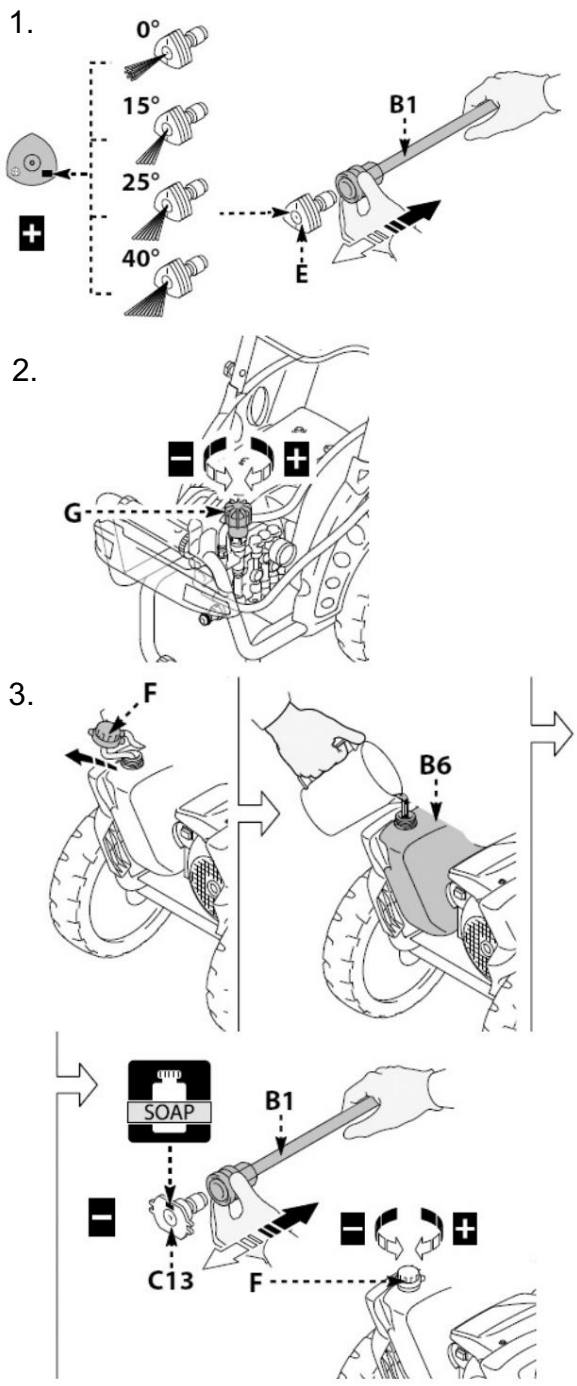

Fig. 8: Ajustes
Paso 7: Conecte el cable de alimentación a la toma de corriente. (400 V) (Fig. 8).